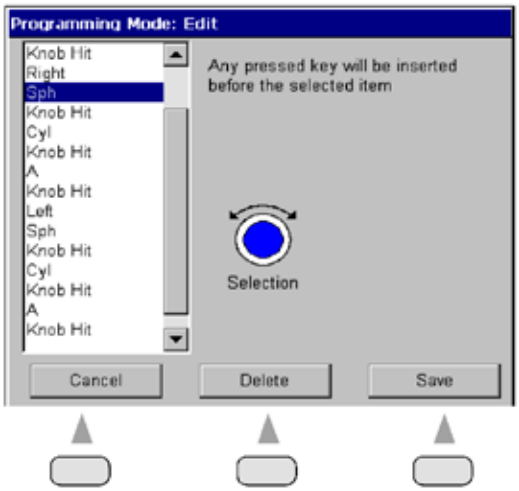

Figure SU-25, Edit
2. Press the Function Button corresponding to the delete key to remove the highlighted step. Refer to Figure SU-25.